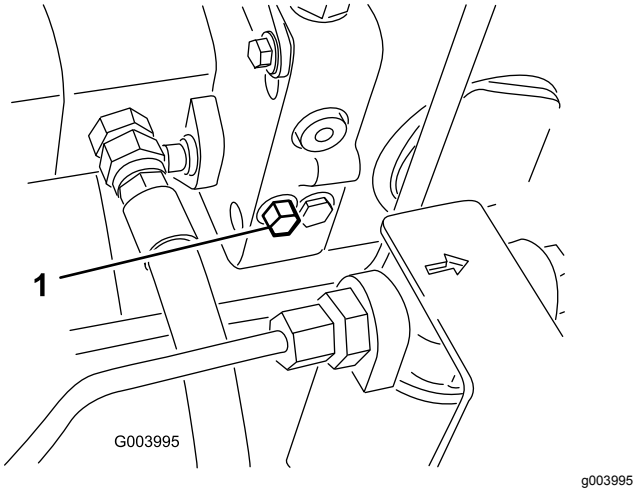

Figuur 37
1. Draai de bout van de omloopklep 1½ slag om deze te openen en de olie inwendig om te laten leiden (Figuur 37).